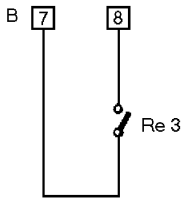

Fig 14
- Elektrisk isolert strømrel,funksjon, se fig. 14 på side 31. Tett kontaktfunksjon når sveisestrømmen er på.